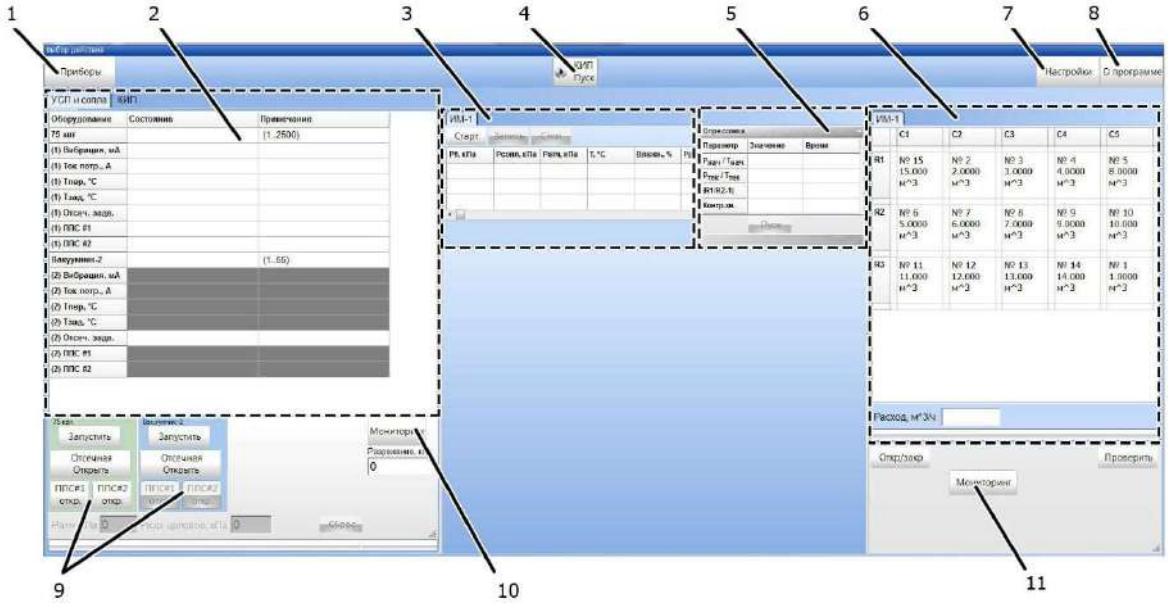
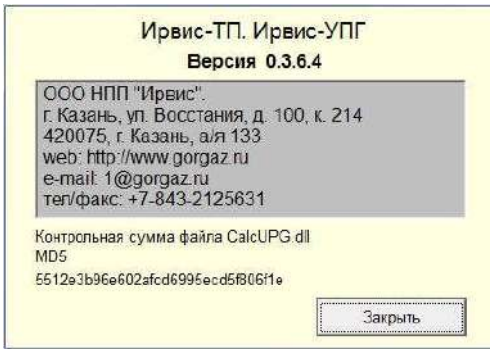

Рисунок 15 – *Основное рабочее окно программы ИРВИС-УПГ*
Рисунок 16 – *Данные о программе и разработчике*
2.4.3.4 Проверить контрольную сумму ПО можно непосредственно нажав кнопку верхнего ряда меню «О программе» (рис. 15). В открывшемся окне (рис. 16) выводится информация об идентификационных данных ПО.
После загрузки программы на экране монитора появится основное рабочее окно, которое содержит практически всю необходимую для работы информацию. В основном окне имеются следующие элементы (рис. 15):